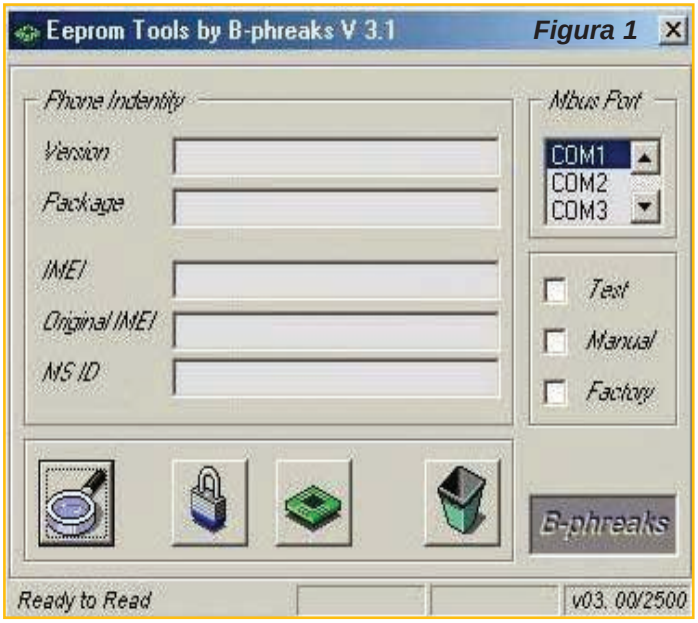

Figura 1
1) Instale el programa en su computadora (figura 1). Asegúrese de seleccionar el puerto correcto al que está conectado el cable que une al teléfono para realizar transmisión de datos.